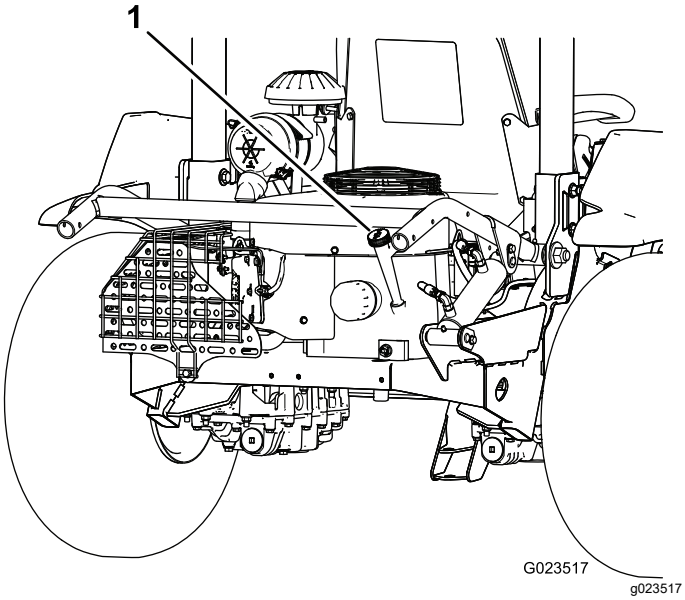
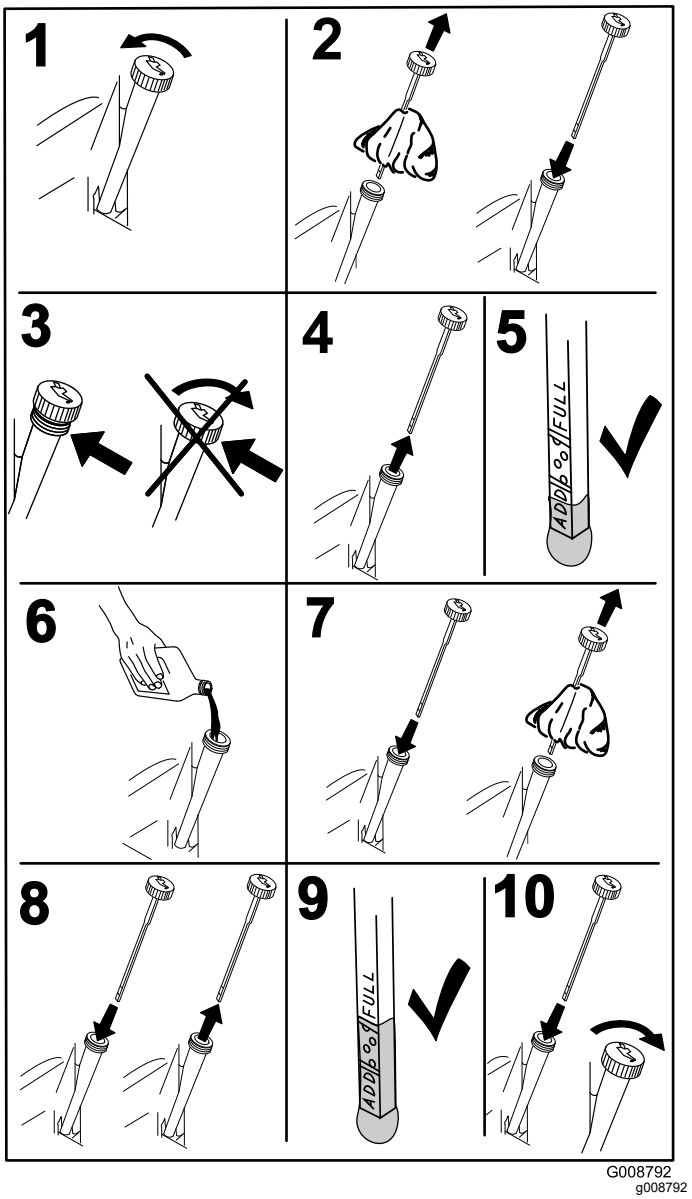

Figuur 33
Figuur 34
2. Verwijder de peilstok (Figuur 33) en veeg deze af met een schone doek (Figuur 34).